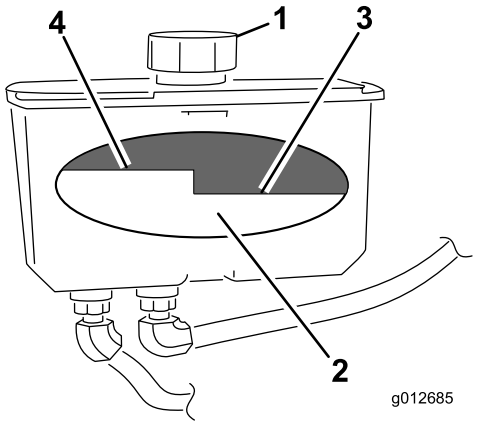

Figura 74
4. Limpie alrededor del cuello de llenado y el tapón del depósito de aceite hidráulico (Figura 74).
5. Retire el tapón del cuello de llenado. Mire dentro para comprobar el nivel de aceite en el depósito. (Figura 74).
Nota: El nivel de aceite debe llegar a la parte superior del nivel caliente del tabique cuando el aceite está caliente (Figura 74).